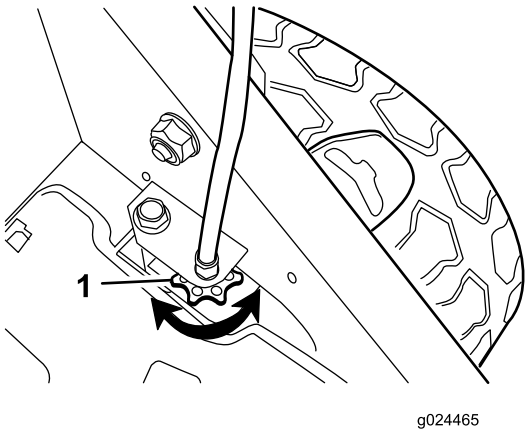

Figur 21
- Om hjulen inte snurrar när du drar in självdrivningsstången är drivremmen för lös. Rotera hjuldrivningsreglageratten (Figur 21) ett varv medsols och upprepa stegen 3 till 5.
- Om hjulen snurrar innan du har dragit in självdrivningsstången helt, är drivremmen för hårt spänd. Rotera hjuldrivningsreglageratten (Figur 21) ett varv motsols och upprepa stegen 3 till 5.